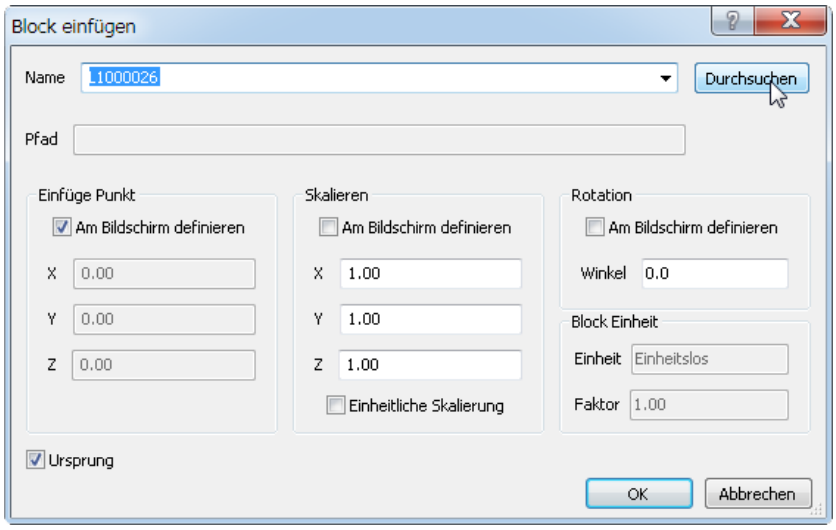

Bild 26.5 – Laden einer Vektorzeichnung als Block
- Über das Menü *Einfügen, Block einfügen* öffnen Sie Ihr Logo zunächst als DWG, DXF oder DWT. Klicken Sie dazu auf die Schaltfläche *Durchsuchen* (Abb. 26.5).